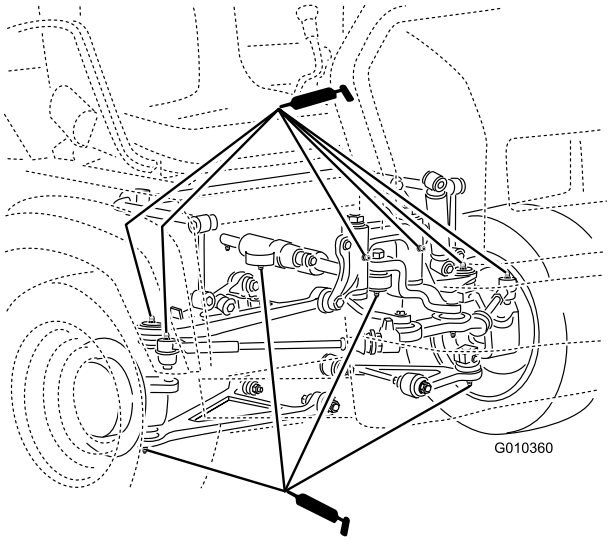

Figur 39
- Kuleledd (4), parallellstag (2), monteringsknekter (2) og styresylinder (2) som vist i Figur 39